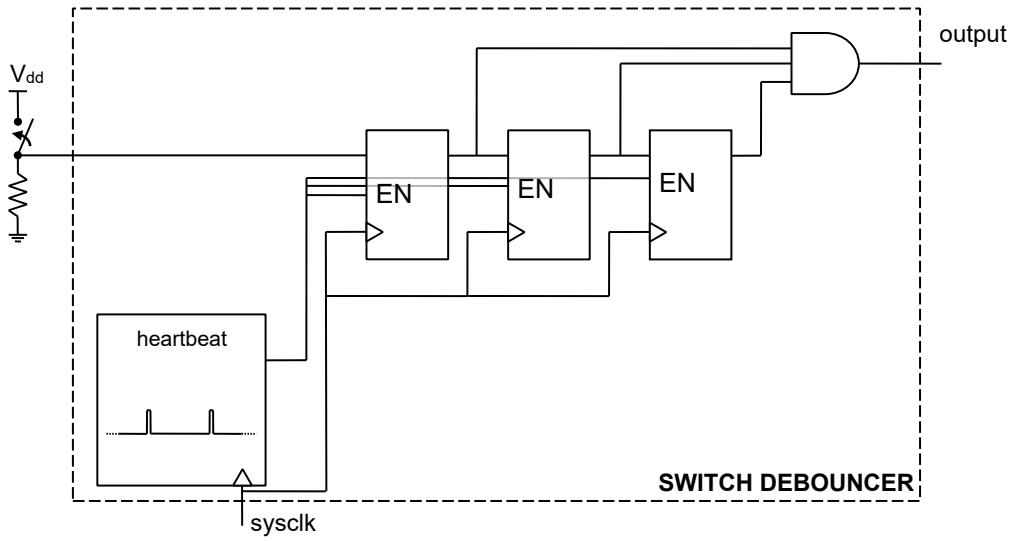

Figure 9: Block diagram description of a debouncer design.
e. 'debouncer.v'. This file contains the module declaration only and you will need to write the rest of the code, based on the diagram shown in Figure 9.